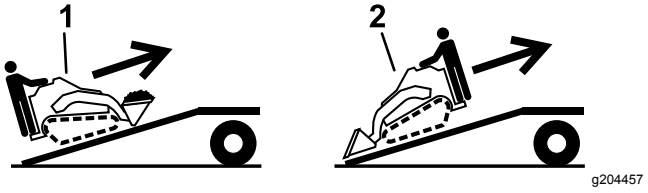

**Rysunek 28**
5. Załadunek maszyny na przyczepę wykonuj tak, aby cięższa jej strona była po wyższej stronie pochylni, ładunek przewoź nisko (Rysunek 28).
1. Opuść pochylnię (Rysunek 28).